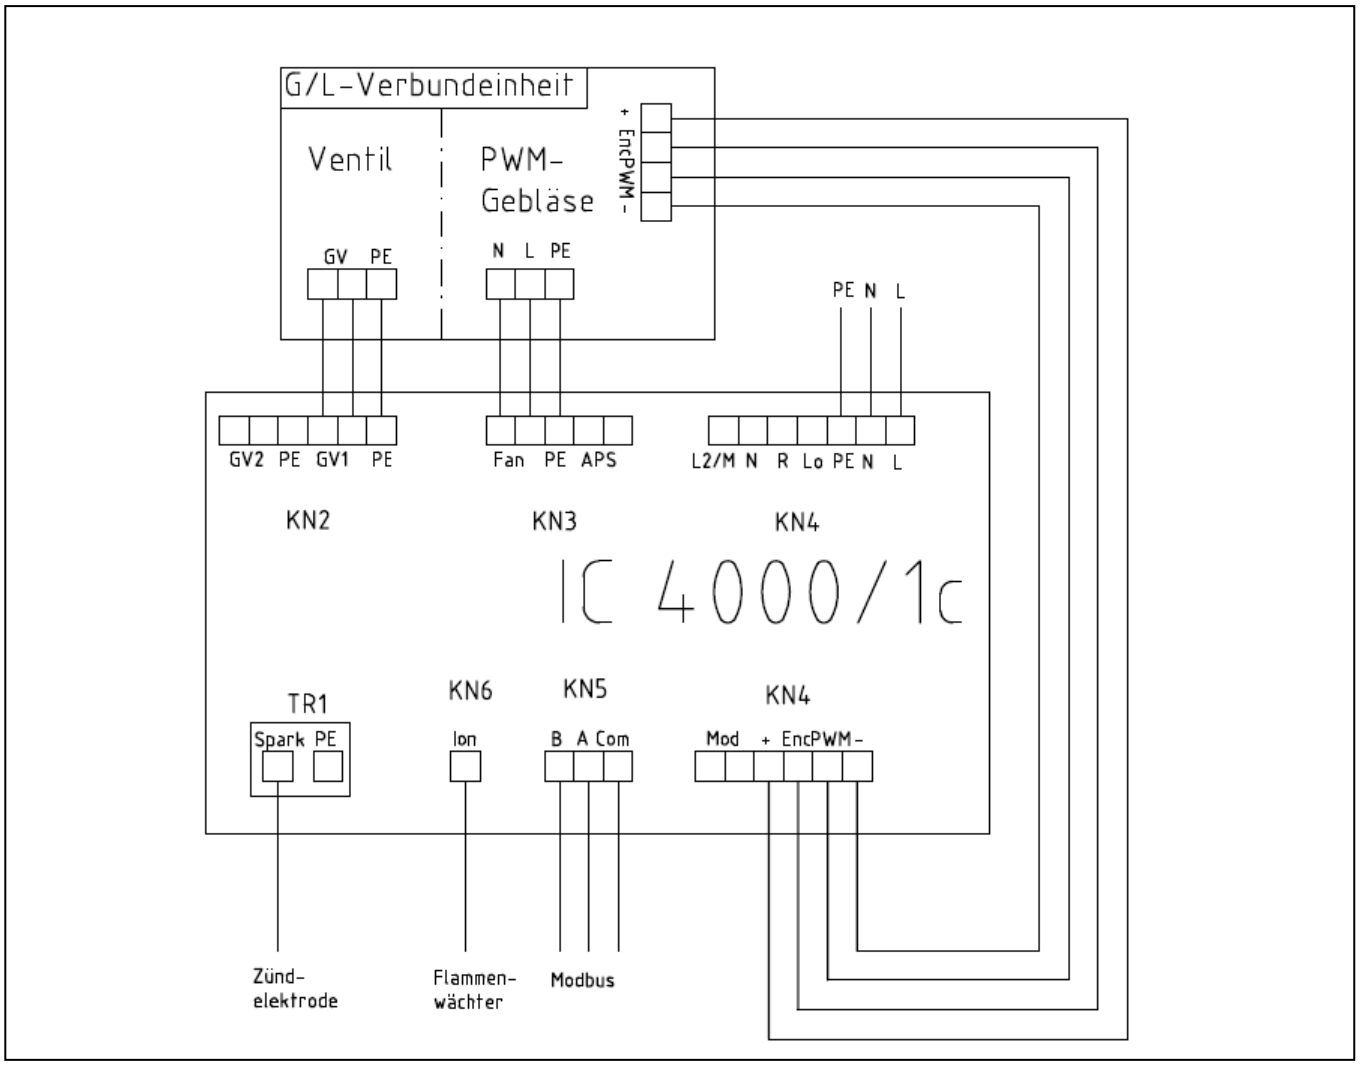

Abb. 36: Stromlaufplan bluTek-Brennermodul deltaschwank
- ⇨ Führen Sie ein flexibles 3-adriges MODBUS-Kabel [max. 3x 0,5 mm²] in die freie Kabelverschraubung des Feuerungsautomaten IC 4000/1 und schließen Sie es gemäß Anschlussplan [Abb. 36] an.